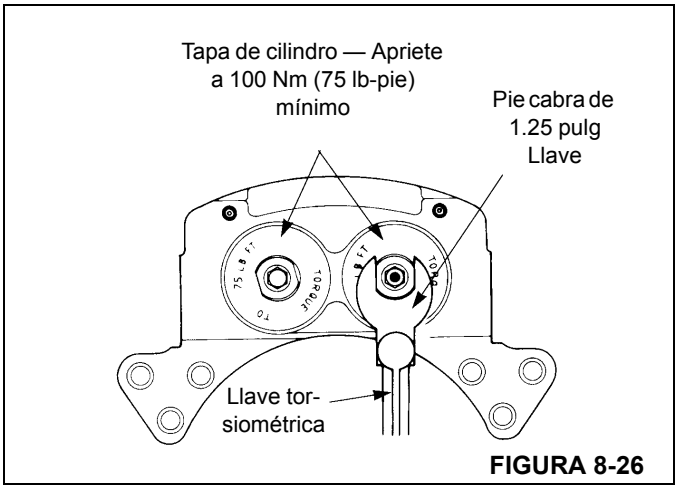

FIGURA 8-26
6. Instale las tapas de cilindro en la caja de las pinzas. Apriete las tapas de cilindro a un par de apriete mínimo de 102 Nm (75 lb-pie) según se ilustra en la (Figura 8-26).